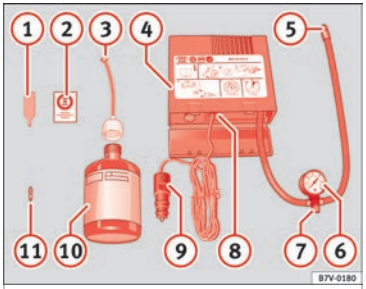

Bild 64 Standardtyp: Innehåll i däckreparationssatsen.
- Skruva ur däckets ventilhatt och insats. Använd verktyget »» **bild 64** (1) för att ta bort insatsen. Placera den på en ren yta.
- Skaka flaskan med tätningsmedel för däcken kraftigt »» **bild 64** (10).
- Skruva på påfyllningsslangen »» **bild 64** (3) på flaskan med tätningsmedel. Flaskans tätning bryts automatiskt.
- Ta bort förslutningen från påfyllningsslangen »» **bild 64** (3) och skruva fast slangen på däckventilens gänga.
- Sätt tillbaka pluggen på däckventilen med hjälp av verktyget »» **bild 64** (1).
- Skruva fast påfyllningsslangen till kompressorpumpen »» **bild 64** (5) i ventilen.
- Kontrollera att luftningsskruven är stängd »» **bild 64** (7).
- Sätt i kontakten »» **bild 64** (9) i bilens 12-volts eluttag »» **sidan 168**.
- Slå på luftkompressorn med ON/OFF-brytaren »» **bild 64** (8).